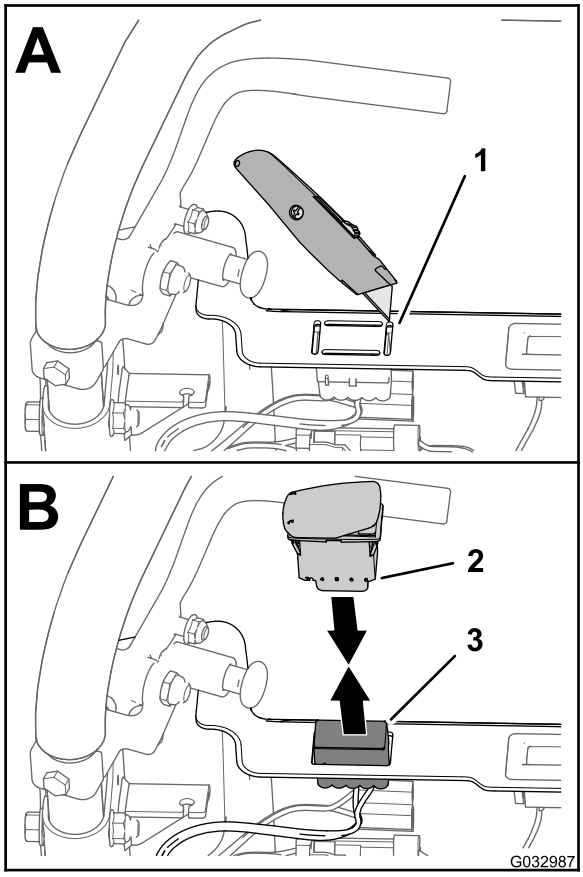

Figura 15
1. Retire el tapón del orificio ciego en la parte superior izquierda de la consola (A Figura 15).
2. Levante el conector de 10 receptáculos del arnés de cables y retírelo del kit de luces y kit de arnés de cables para contador de horas a través de la abertura en el panel de control (Figura 15).
3. Conecte el conector de 10 pines del interruptor oscilante de dos posiciones al conector de 10 receptáculos del kit de luces y kit de contador de horas (Figura 15).